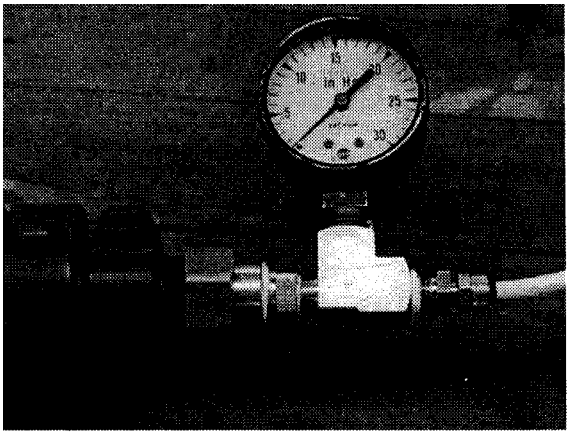

Figure 3—Vacuum gauge.
- Attach the vacuum gage to the garden hose adapter using the pipe street tee and 1/4" x 1/2" pipe bushing (see figure 3.